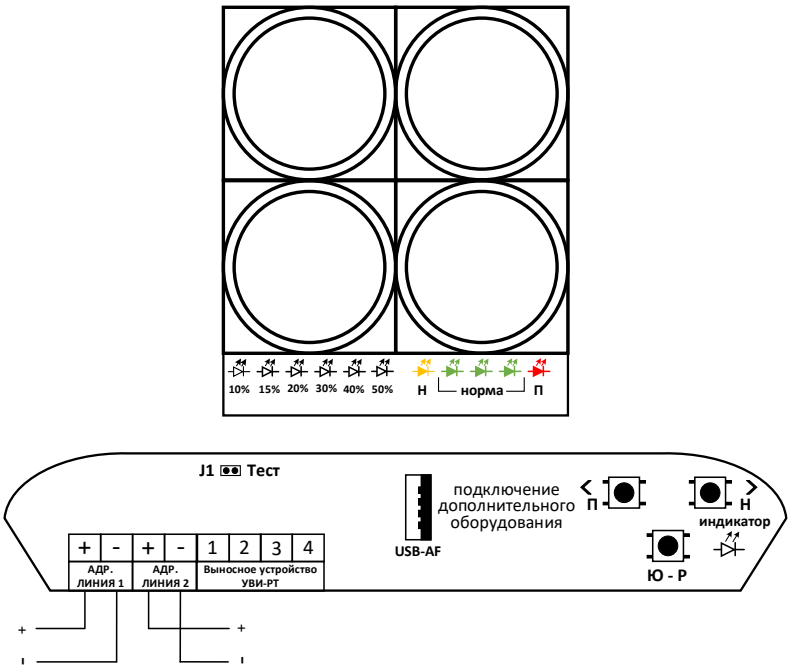

Рисунок 7. Схема подключения извещателя ИП212-190 МАКС.
1.3.5 К приёмопередатчику может быть подключено выносное устройство УВИ-РТ (См рис. 7).